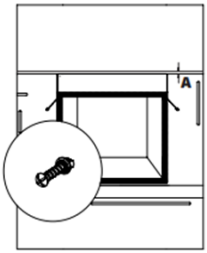

Figure 5
- Après l'installation, l'espace libre qui doit être laissé entre le bas du comptoir et le haut de l'appareil est indiqué par ''A'' dans la Fig. 5. Cet espace sert à la ventilation et doit être fermé.
- Fixez le four au meuble à l'aide des vis fournies avec l'appareil. Les vis doivent être installées en les faisant passer par les plastiques fixés sur le cadre de l'appareil, comme indiqué à la Fig. 5. Les vis ne doivent pas être trop serrées. Sinon, les trous des vis risquent de s'user.